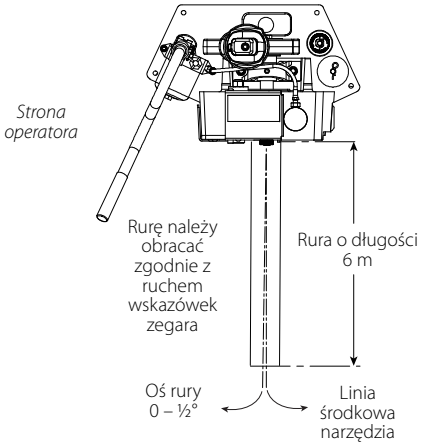

RYSUNEK 2: KĄT PROWADZENIA
8. Nacisnąć nożny wyłącznik bezpieczeństwa. Dolny walec powinien się obracać od operatora, patrząc z przodu narzędzia nożnego wyłącznika bezpieczeństwa. (patrz rysunek 2 na stronie 16). Jeśli dolny walec obraca się w kierunku operatora, odwrócić pierścień obrotowy, jak opisano w kroku 9 poniżej. Zdjąć stopę z nożnego wyłącznika bezpieczeństwa.